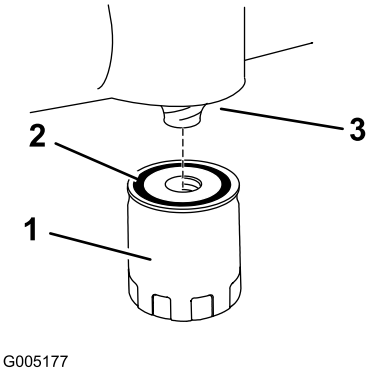

Figuur 39
18. Draai het oliefilter rechtsom totdat de rubberen pakking contact maakt met het tussenstuk. Draai het filter vervolgens nog eens een 2/3 tot 1/ slag (Figuur 39).